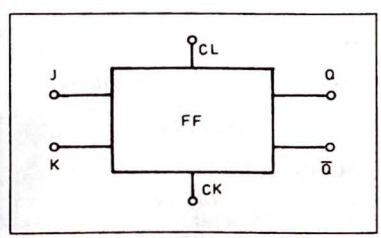

Bild 3. *Das J-K-FlipFlop besitzt außer den Data-Eingängen zusätzlich die Eingänge Clock (Takt, Ck) und Clear (Cl).*
Die nächste FF-Gattung, das J-K-FlipFlop, ist die logische Erweiterung. Der Baustein hat einen Takteingang CK und zwei Informationseingänge, J und K (Bild 3). Ein weiterer Eingang heißt Clear (CL). An diesem Punkt muß H-Zustand vorhanden sein, damit das FF arbeiten kann, sonst ist nämlich Q = L und $\overline{Q}$ = H, und auf alle anderen Eingangszustände reagiert das FF nicht.